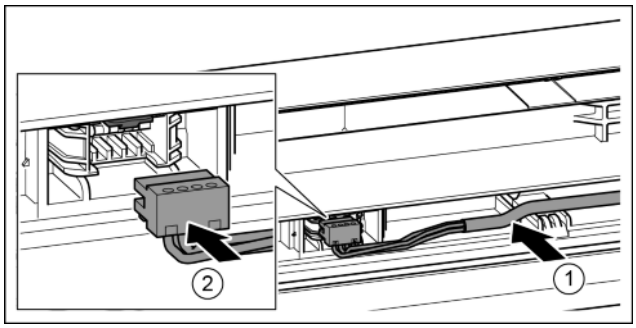

Fig. 36
▶ Insert the grey cable into the guide in the top door. *Fig. 36 (1)*
▶ Insert connector. *Fig. 36 (2)*